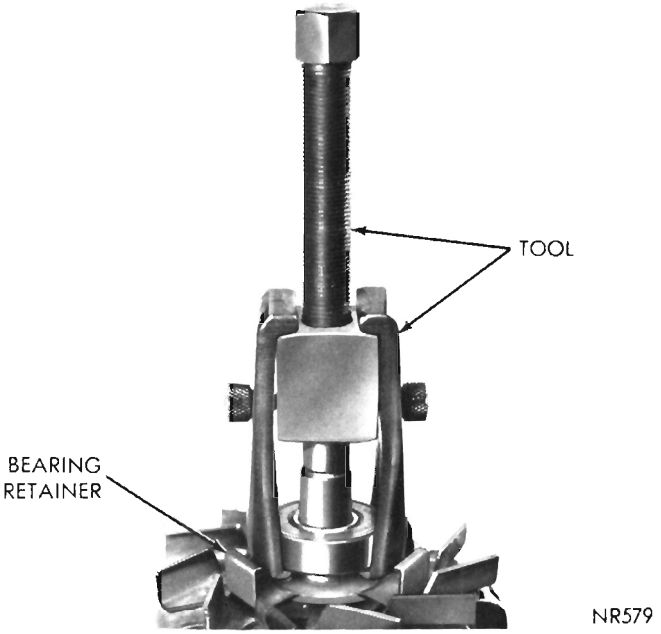
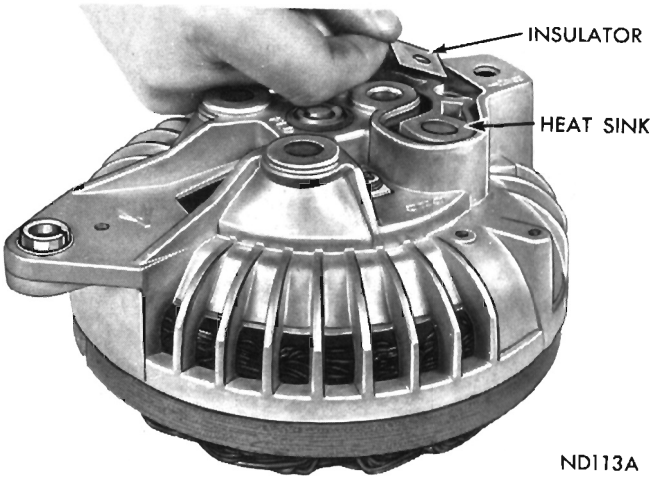

Fig. 25—Removing Bearing from Rotor Shaft
Fig. 26—Removing Heat Sink Insulator
(8) Support end shield and tap rotor shaft with a plastic hammer to separate rotor from end shield. **The new bearing is lubricated with a predetermined amount of special lubricant and does not require additional lubrication.**
(9) The drive end ball bearing is an interference fit with the rotor shaft. Remove bearing with Puller Tool C-4068, (Fig. 25).
(10) Remove output terminal nuts and washers and remove terminal screw and inside capacitor. **The heat sink is also held in place by the terminal screw.**
(11) Remove insulator (Fig. 26).
(12) The needle roller bearing in rectifier end
(10) The alternators have the capacitor mounted internally. Make sure heat sink insulator is in place (Fig. 26).
(11) Install output terminal screw and capacitor through heat sink and end shield.
(12) Install insulating washers, lockwashers and lock nuts.
(13) Make sure heat sink and insulator are in position then tighten lock nut.
(14) Position stator on rectifier end shield.
(15) Position rotor and end shield assembly on stator and rectifier end shield assembly. Align through bolt holes in the stator, rectifier end shield and drive end shield.
(16) Compress stator and both end shields by hand and install through bolts, washers and nuts. Tighten bolts evenly to 20-30 inch-pounds.
(17) Install insulated brush in rectifier end shield. Place bronze terminal on plastic holder with tab of terminal in the recess in plastic holder.
(18) Place **nylon washer** on the bronze terminal and install lockwasher and attaching screw.
(19) Install ground brush and attaching screw.
(20) Rotate pulley slowly by hand to be sure rotor fans do not hit the rectifiers, capacitor lead, and stator connections.